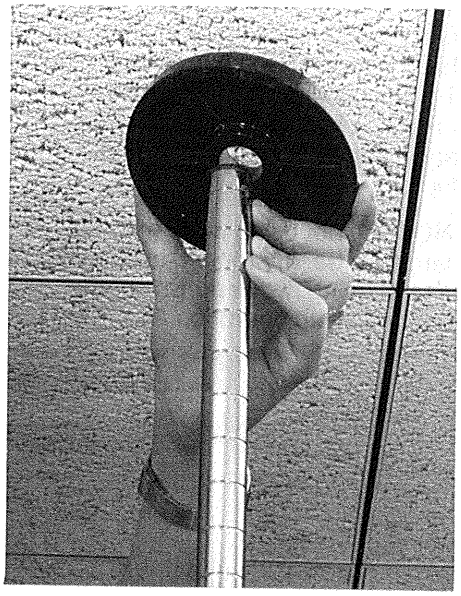

FIG. 1
3. On both long sides of the units, slide a 5 1/2" donut bumper down over three of the four posts per side. Bumpers will rest on the top shelves (Fig. 1).